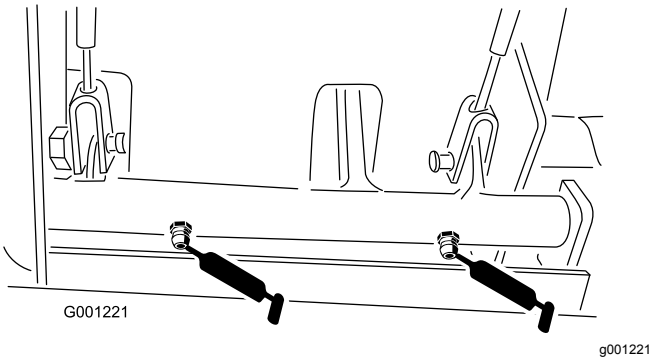

Figuur 36
- Lagerbussen van draaipunt van rem (Figuur 36)
- Remkabels (aandrijfwiel en uiteinden van rempedalen) (Figuur 36)